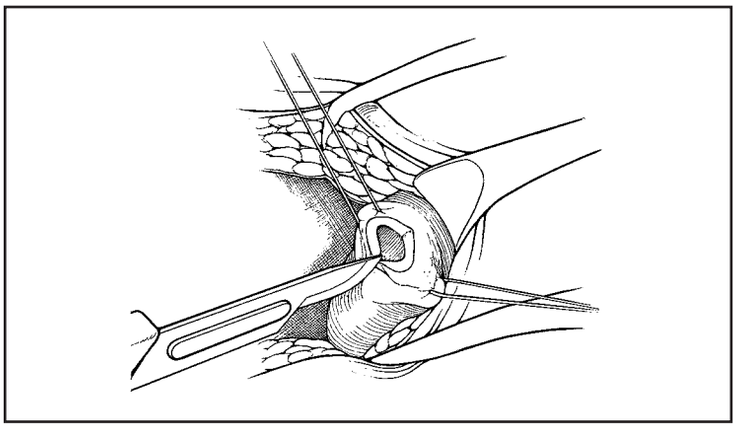

Figure 14. Make corporotomy
5. Make an incision into one of the corpora cavernosa (Figure 14). As a general rule, the corporotomy is best placed when two-thirds of the total corporal measurement is distal to the incision and one-third is proximal. This facilitates the placement of the cylinders, and may avoid the need to extend the corporotomy during the procedure.